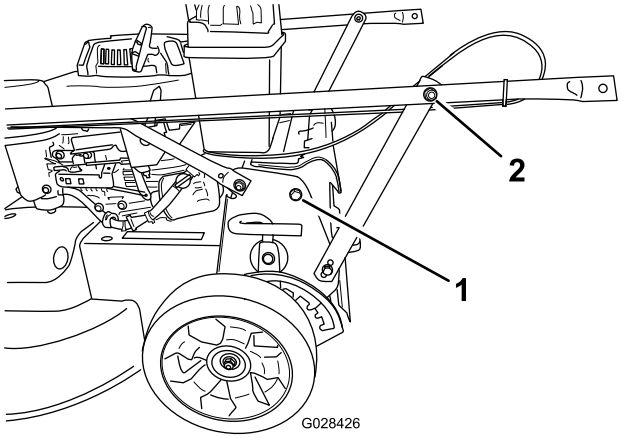

Figur 4
1. Fjern de to boltene fra maskinrammen som vist i Figur 4.